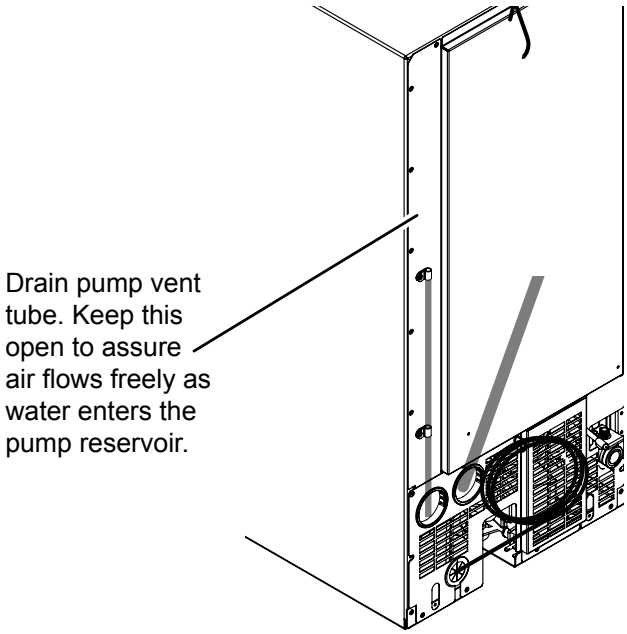

Figure 2: Location of vent tube.
d. The vent tube on the back of the unit is open (Figure 2).